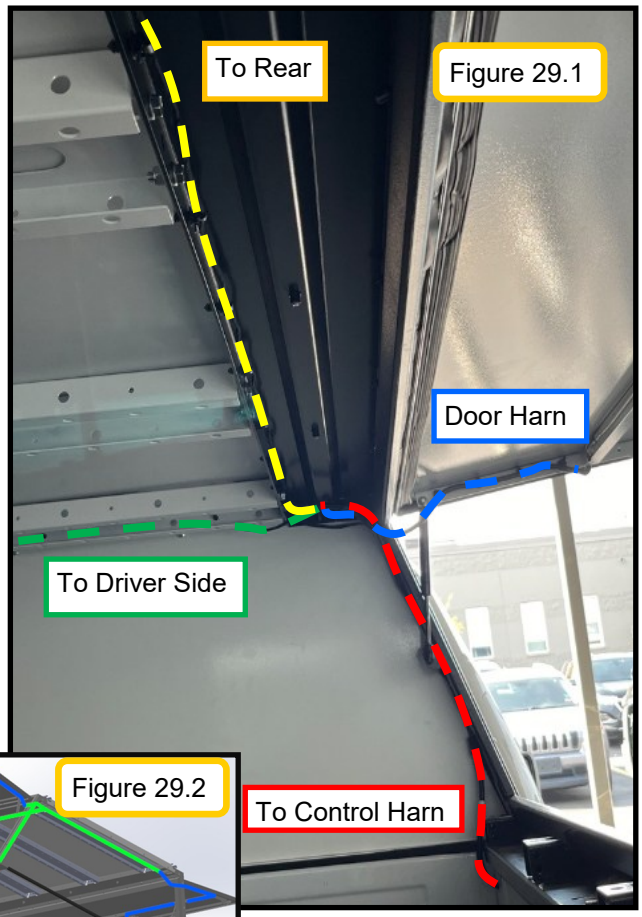

Figure 29.1
3. Once at the top, the harness will split three ways. (red line shows the part before the harness splits). (Fig 29.1)